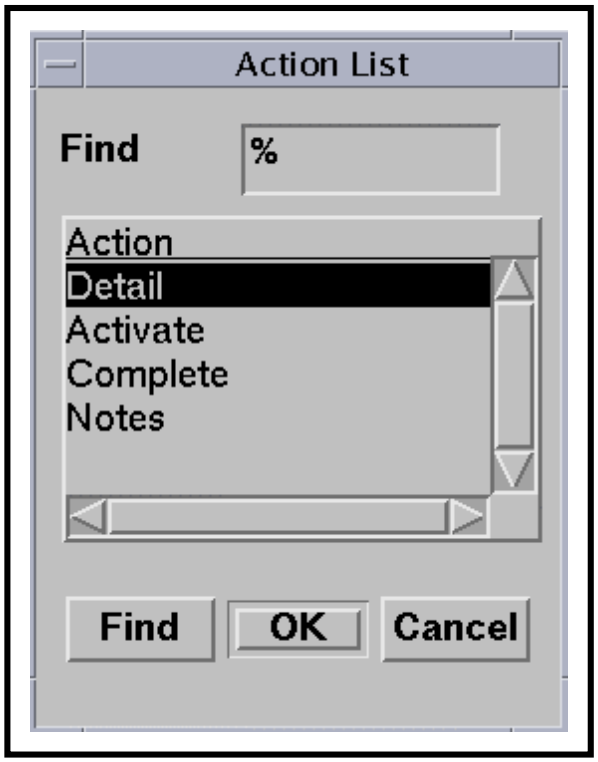

Figure 88. Action List Box
- The **Action List** box (Figure 88) is displayed.